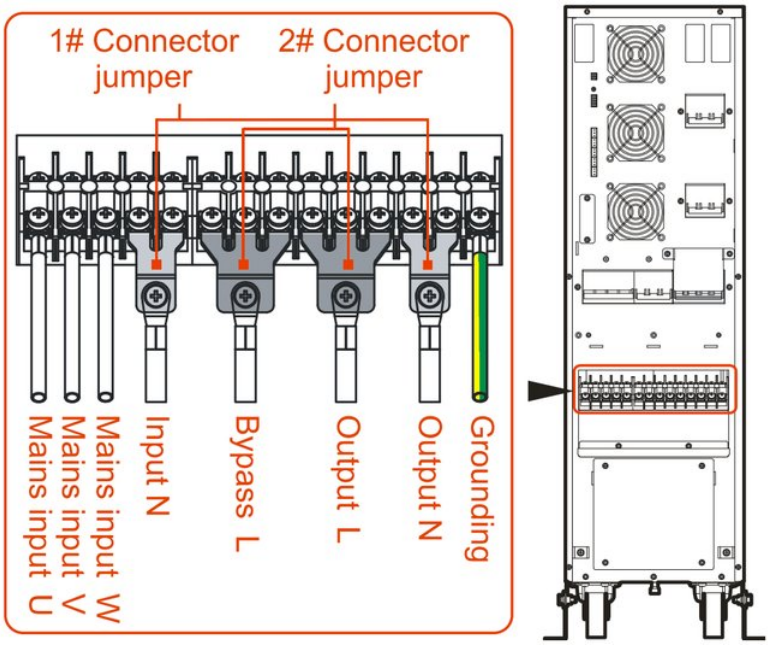

FIGURE 3-12 Connector jumper and wiring diagram of 31 mode
- 31 mode Take a pair of 1# and 2# connector jumpers (optional accessories) and fit them to the UPS wiring terminals (as shown in Figure 3-12). Then connect the cables to the corresponding terminals according to the wiring diagram.